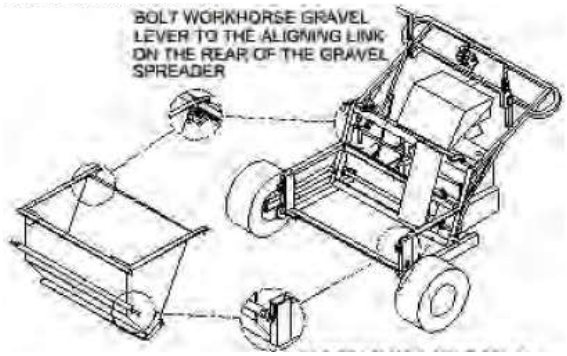

Figure 1
b) Install the gravel spreader as shown in Figure 1.